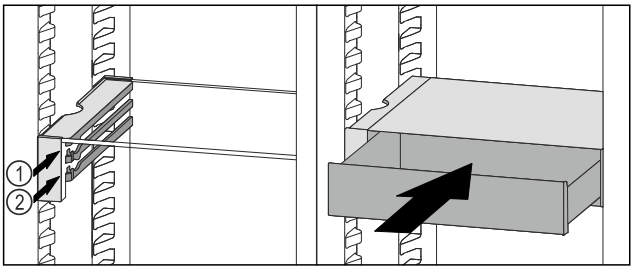

Fig. 185
▶ Așezați sertarul VarioSafe în spatele opritoarelor pe nervura dorită *Fig. 185 (1)* sau *Fig. 185 (2)*.